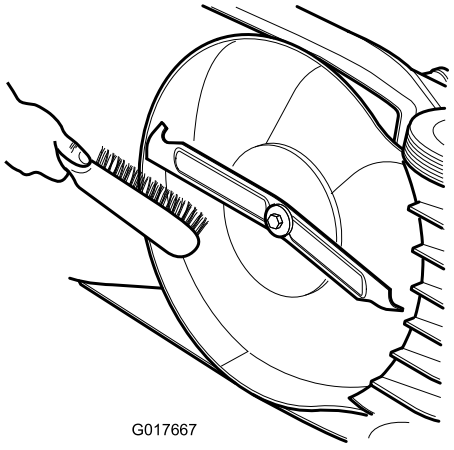

Figuur 16
- Reinig de onderkant van de maaikast. Verwijder vuil en maaisel met een hardhouten schraper/borstel (Figuur 16).